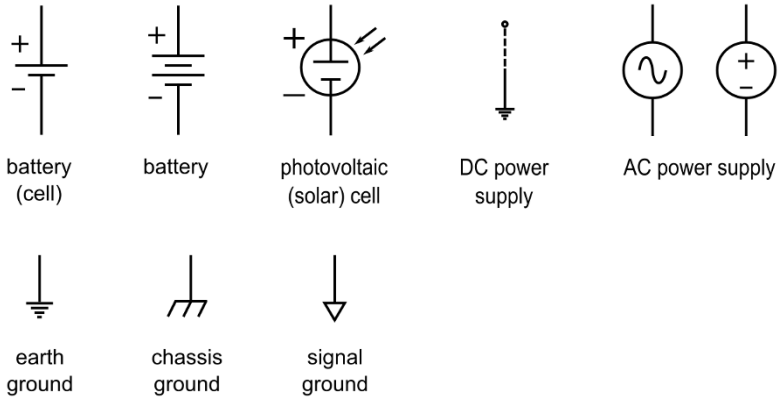

Figura 14-4: Símbolos de potencia y tierra.
La alimentación de un circuito puede provenir de una fuente de corriente alterna (CA), como una toma de corriente de 120 VCA (voltios CA) en su casa u oficina (línea de alimentación), o de una fuente de corriente continua (CC), como una batería o la salida de bajo voltaje de un transformador de pared. Las fuentes de CC pueden ser positivas o negativas con respecto a la referencia de cero voltios (conocida como *puntos en común*, o simplemente *común*) en un circuito. La Figura 14-4 muestra varios símbolos utilizados para representar las conexiones de potencia y tierra. Estos símbolos se explican con más detalle en las dos siguientes subsecciones.
Descubrir las distintas conexiones eléctricas en un esquema complejo a veces es una tarea en sí misma. Esta sección pretende aclarar un poco las cosas. A medida que lea esta sección, consulte la Figura 14-4 para ver los símbolos tal como se describen.
- **Símbolo de batería o célula solar:** Cada uno de los símbolos de batería en la Figura 14-4 representa una fuente de CC con dos cables. Técnicamente, el símbolo de batería que incluye dos líneas paralelas (el primer símbolo de batería) representa un único componente electroquímico. *celúla;* El símbolo con múltiples pares de líneas (el segundo símbolo) representa un *batería* (que consta de múltiples células).